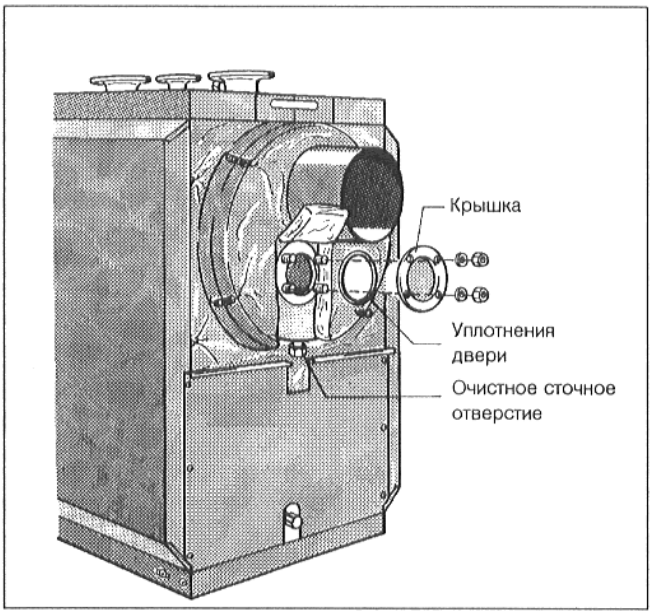

Рис. 29
- Откинуть вверх теплоизоляцию с надрезами (Рис. 29).
- Вывинтить гайки инспекционной крышки (Рис. 29).
- Снять крышку инспекционного отверстия и удалить остатки сажи (Рис. 29).
Жидкие продукты процесса очистки можно удалить через очистное сточное отверстие на газосборнике отходящего газа (Рис. 29).